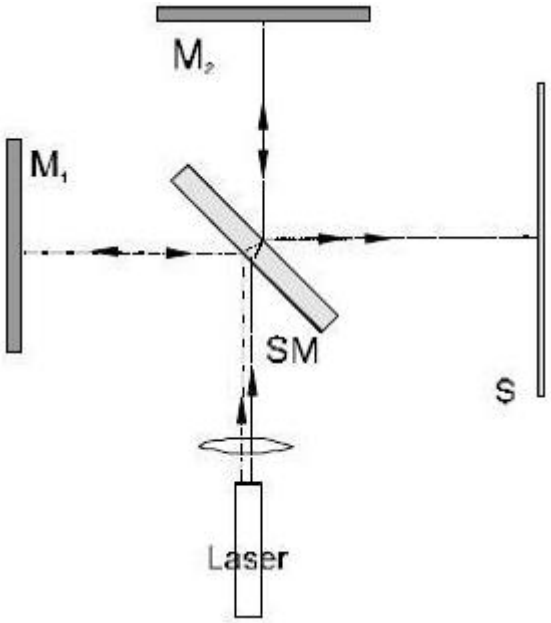

Fig. 2 Experimenteller Aufbau Michelson-Interferometer (M1, M2 = Spiegel, SM = halbdurchlässiger Spiegel, S = Mattglasschirm)
- Laser ungefähr in der Mitte an der Längsseite der Tafel platzieren (Fig. 2) und den Laserstrahl parallel zur Grundplatte ausrichten (siehe Bemerkungen).
- Halbdurchlässigen Spiegel zwischen Laser und Spiegel M2 stellen (siehe Fig. 2). Der Winkel zwischen dem halbdurchlässigen Spiegel und der Achse des Laserstrahls sollte möglichst genau 45° betragen.
- Mattglasschirm gemäß Fig. 2 aufbauen. Der Laserstrahl sollte in der Mitte darauf treffen.
Beim Aufbau gemäß Fig. 2 ist es wichtig, dass die sich überlagernden Kreiswellen nur einen kleinen Winkel bilden. Dann ist das Interferenzmuster in der Fläche I sichtbar (siehe Fig. 3a). Ist der Winkel zu groß (Fig. 3b), kann die Interferenz nicht beobachtet werden. Deshalb ist es wichtig, dass der Laserstrahl so ausgerichtet ist, dass er parallel zur Grundplatte verläuft und nach der Reflektion an den Spiegeln M1 und M2 weiter parallel verläuft.